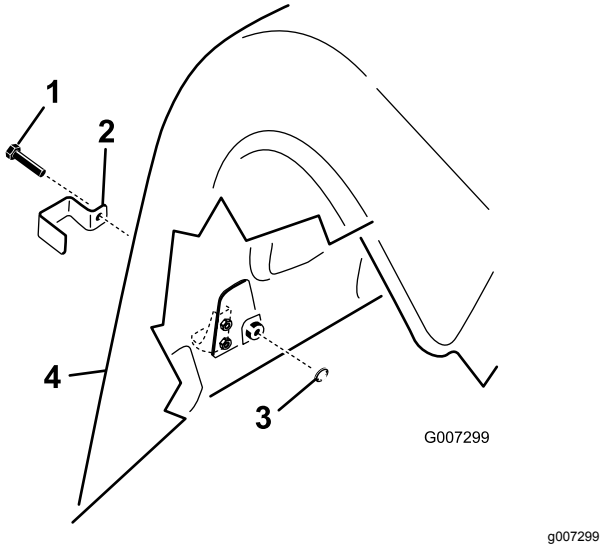

Figuur 18
1. Op de ProCore 864: gebruik een tapbout (4 in totaal) om een vergrendelbeugel te monteren op de onderste en bovenste motorkapvergrendelingen, links en rechts achteraan; zie Figuur 18.
2. Op de ProCore 1298: gebruik een tapbout (3 per beluchtingskop, 6 in totaal) om een vergrendelbeugel aan te brengen op alle onderste motorkapvergrendelingen achteraan en op de bovenste motorkapvergrendeling aan de buitenzijde, en dit zowel op de rechter als de linker achterkap; zie Figuur 18).
3. Gebruik een tang of een verstelbare steeksleutel en draai een interne borgring op elke bout (1 tot 2 schroefdraden) om de vergrendeling te bevestigen (Figuur 18).